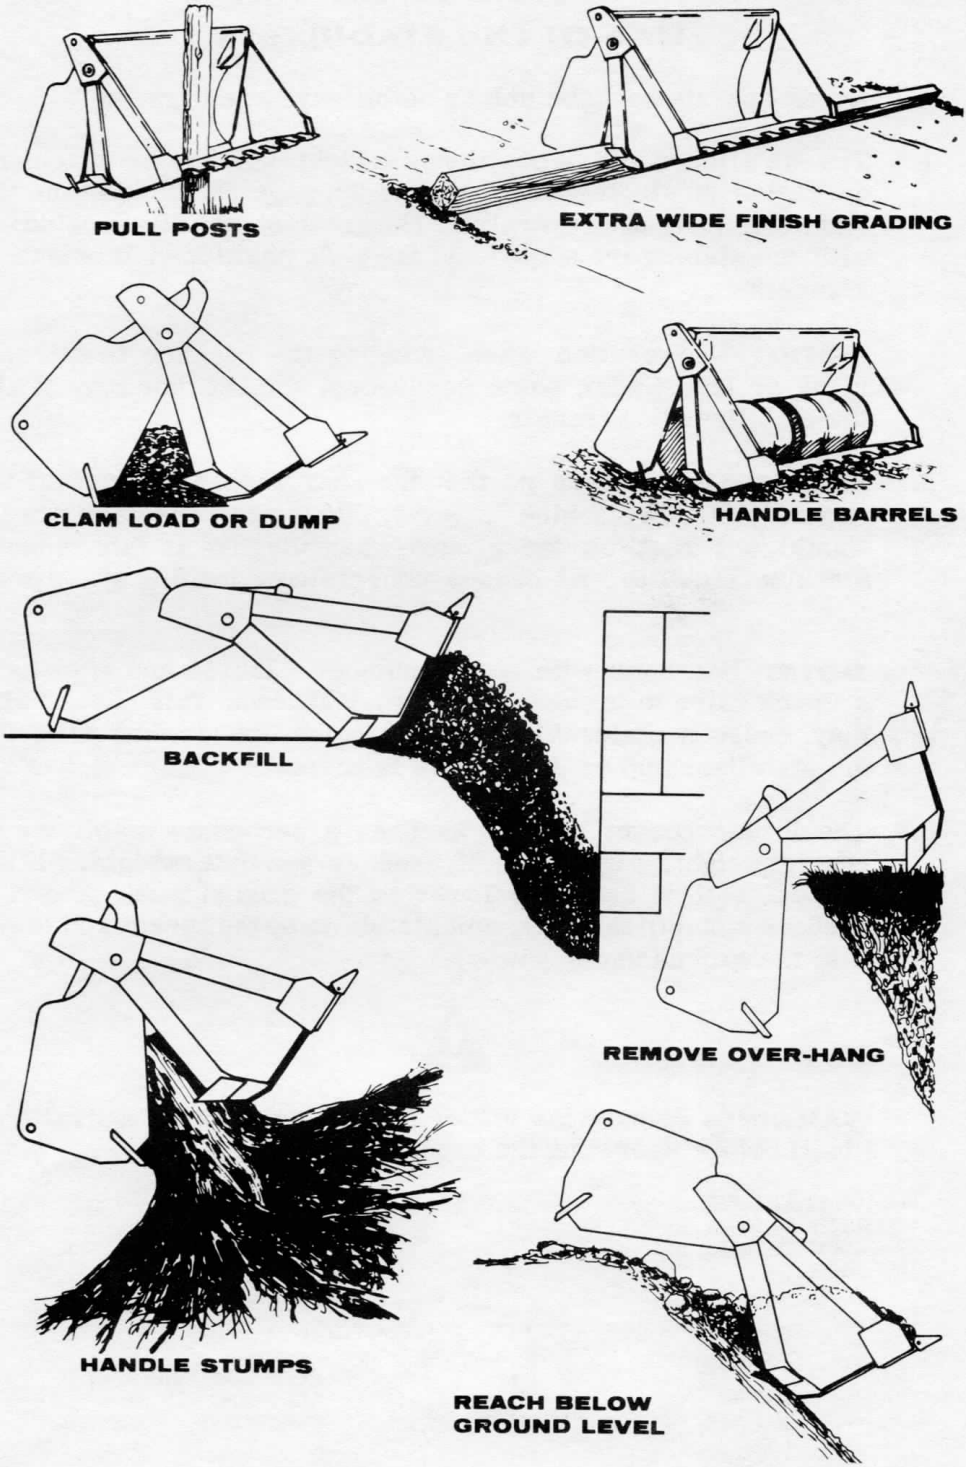

Figure 53 - 4-in-1 Bucket Uses
The 4-In-1 bucket combines four basic functions: (1) dozing, (2) scraping, (3) clam type operation, and (4) conventional bucket. This bucket can perform a variety of tasks, the number being limited only by your imagination and the capability of the machine itself. Refer to Figure 53 which illustrates only a few of the tasks that can be performed.